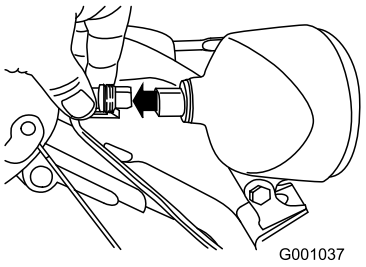

Figur 57
1. Fjern ledningsstikket bag på forlygten (Figur 57).